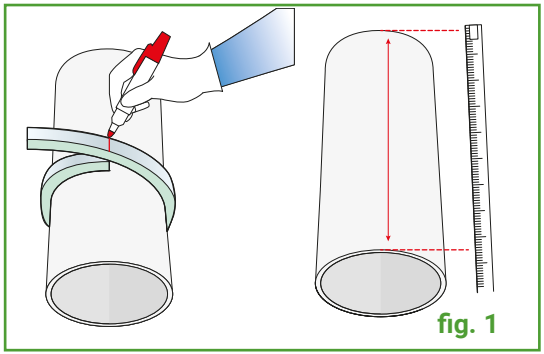

fig. 1
- Mesurer la circonférence du conduit avec un ruban Trocellen d'une épaisseur connue, en l'enroulant autour du conduit sans l'étirer. Marquer l'endroit où les deux bords se superposent avec un feutre (**fig. 1**)